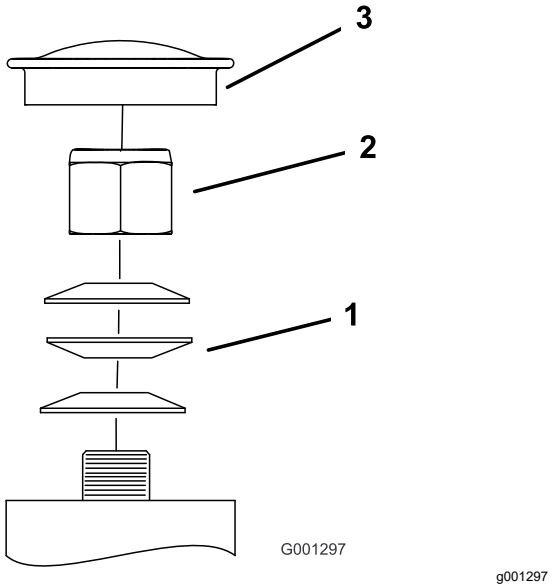

Figure 54
3. Remove the dust cap from the caster and tighten the locknut (Figure 54).
4. Tighten the locknut until the spring washers are flat, and then back off a 1/4 turn to properly set the preload on the bearings (Figure 54).
Important: **Make sure that the spring washers are installed correctly as shown in Figure 54.**
5. Install the dust cap (Figure 54).